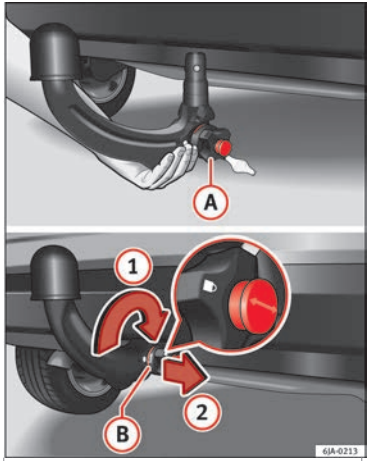

Fig. 102 Placing the ball-headed bar/locking and removing the key.
– Hold the ball-headed bar from underneath ››› **Fig. 102** and push it into the clamping bush as far as possible until you hear it click into place ››› ⚠.